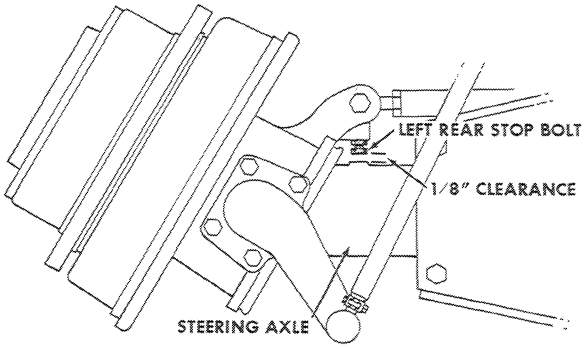

Figure G-3
4. Turn the steering wheel to the left until 1/8" is obtained between the left rear steering stop bolt and the axle, Figure G-3.